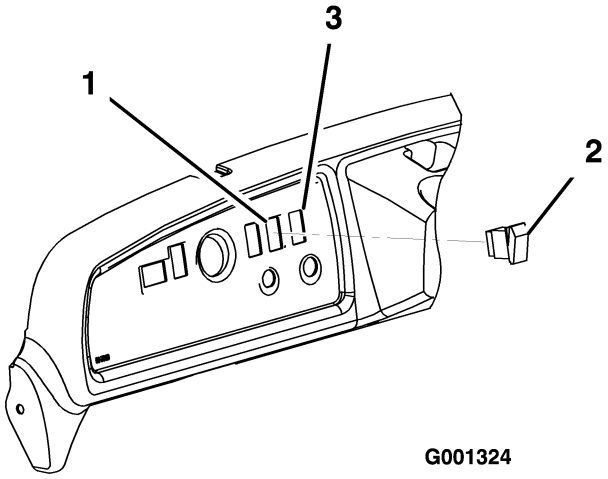

**Figure 9**
8. Remove the plug from the hole in the right side of the dash (Figure 9).
9. Plug the switch into the accessory connector in the dash. Insert the switch into the hole in the dash (Figure 9).
10. Plug the switch into the harness connector in the dash. Insert the switch into the hole in the dash (Figure 9).